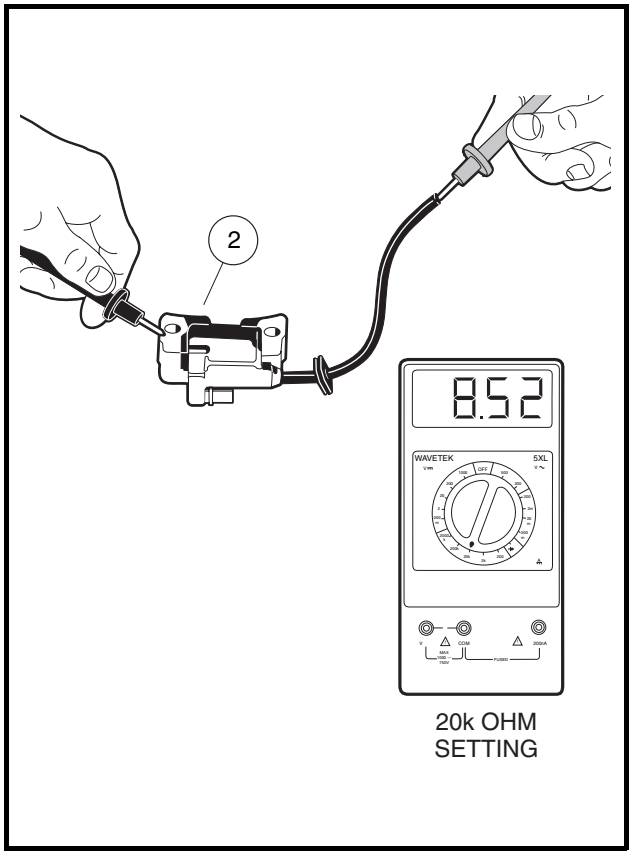

Figure 11-34 Secondary Coil Resistance – Bench Test
5.1. Using a multimeter set to 20k ohms, place the red (+) probe of the meter into the end of the spark plug wire and place the black (–) probe on the core (2) **(Figure 11-34, Page 11-33)**. If the resistance is between 6.0k - 11.0k ohms, the secondary coil is within acceptable limits. If the resistance is not between 6.0k - 11.0k ohms, the ignition coil has failed and must be replaced.